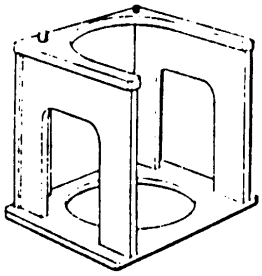

Figure 21. 6796250 Bearing Removal Support
b. Install 6796250, bearing removal support (figure 21) on an arbor press.
c. Assemble 23034229 inner ring puller plate (figure 25) and 6796250 bearing removal support (figure 21). Install assembly on an arbor press.
c. Install 6796250 bearing removal support on an arbor press, and use 23034229 bearing inner ring plate and 6796525 drift, remove front bearing inner ring (figures 21, 25, and 26).